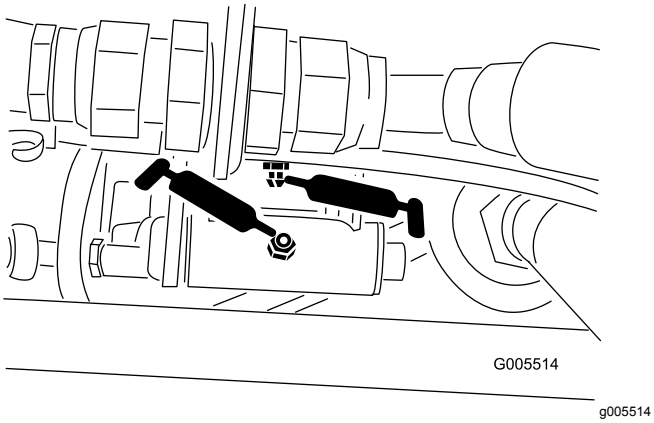
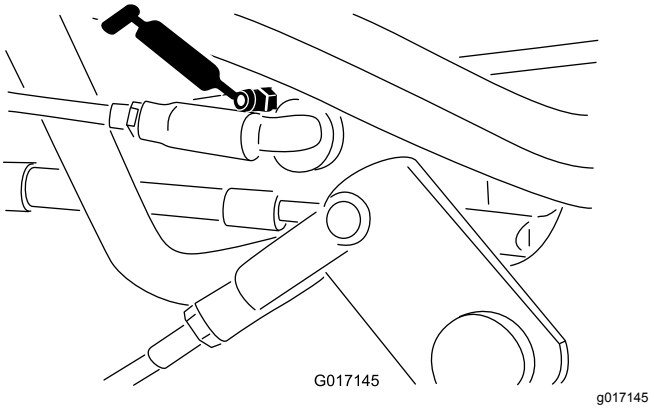

Figur 37
Figur 38
- Hastighetsvelgerkobling (Figur 37 og Figur 38)